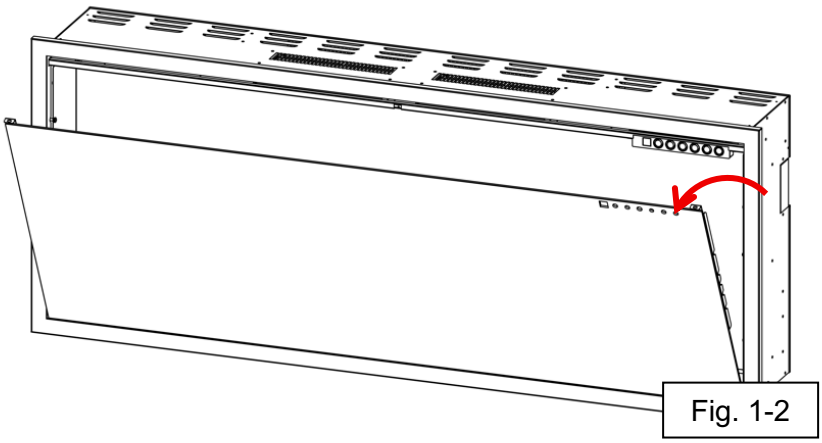

Fig. 1-2
- Carefully tilt the top edge of the glass away from the appliance (Fig. 1-2). Once the top edge of the glass is free from the fireplace, lift up on the glass to fully remove it. Place the glass on a soft, non-abrasive surface.